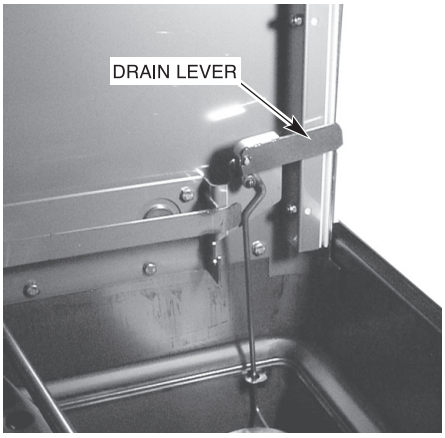

Fig. 37
4. Drain the machine by lifting up the drain lever (Fig. 37). (Does not apply to models equipped with optional pumped drain.)